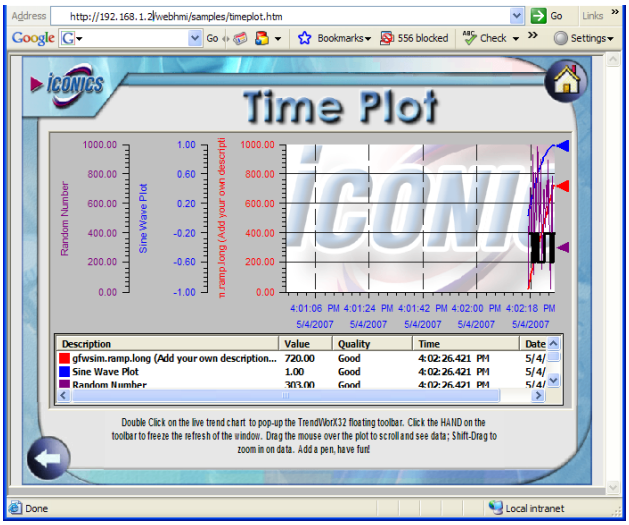

Figure L8.24: WebHMI Time Plot Sample Page
26. The final HTML page that was edited **timeplot.htm** will be loaded, you will be prompted to download a TrendWorX32 ActiveX control, and then the display should look similar to **Figure L8.24.**